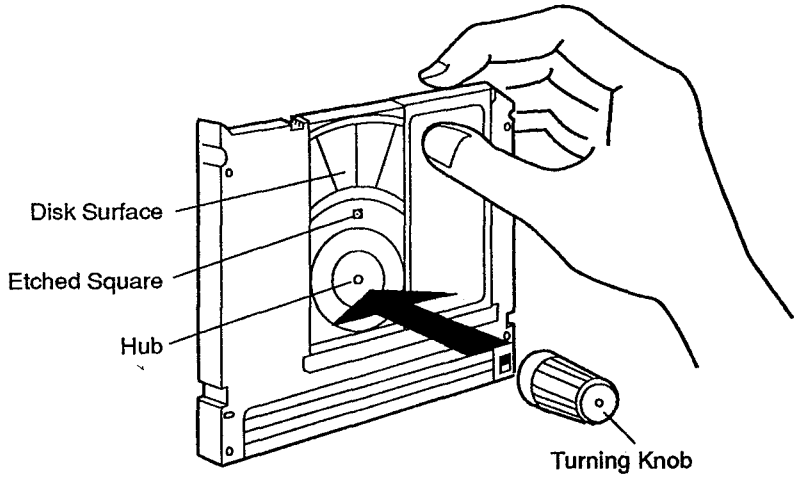

Figure 8-8. Attaching the Turning Knob to the Optical Cartridge
2. Attach the turning knob, supplied with the cleaning kit, to the hub at the center of the optical cartridge. Figure 8-8 shows how to attach the turning knob to the hub.
3. Rotate the turning knob until the etched square, shown in Figure 8-8, is centered above the turning knob.